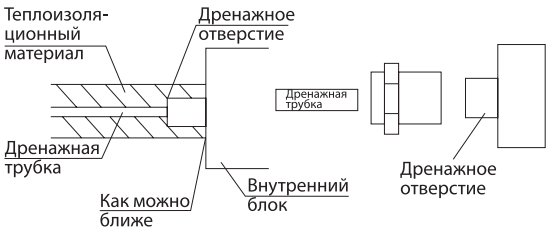

Рисунок 25 - Подсоединение дренажной трубки к внутреннему блоку
• Дренажный трубопровод должен быть надлежащим образом изолирован, чтобы предотвратить образование конденсата. Толщина теплоизоляционного материала должна быть не менее 9 мм (см. рис. 25).